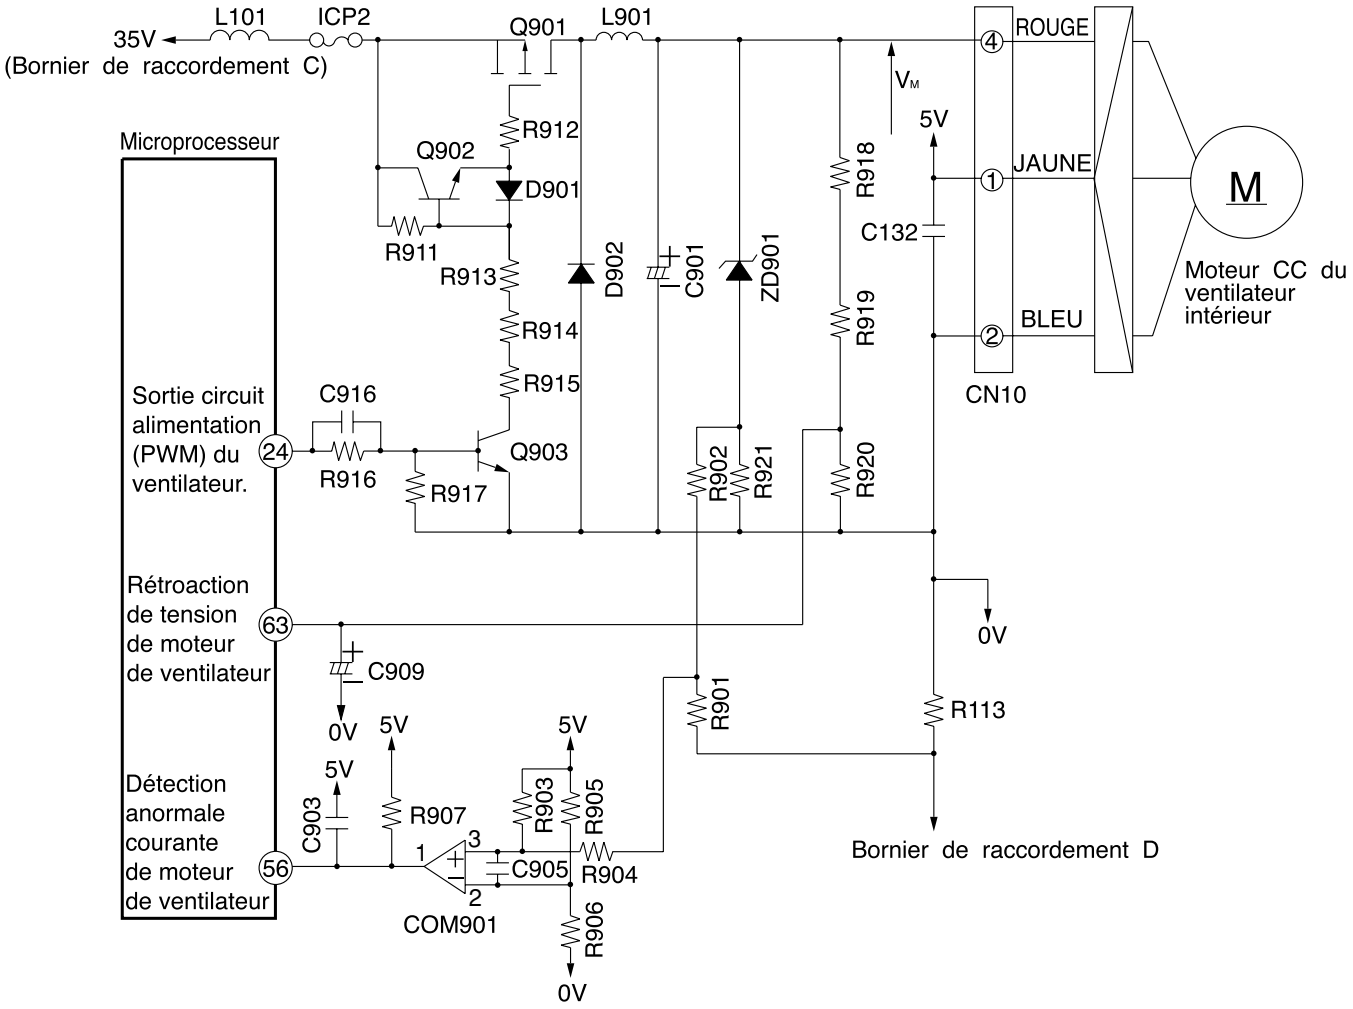

Fig. 12-1
- La figure 12-1 présente le circuit de commande du moteur CC de ventilateur intérieur.